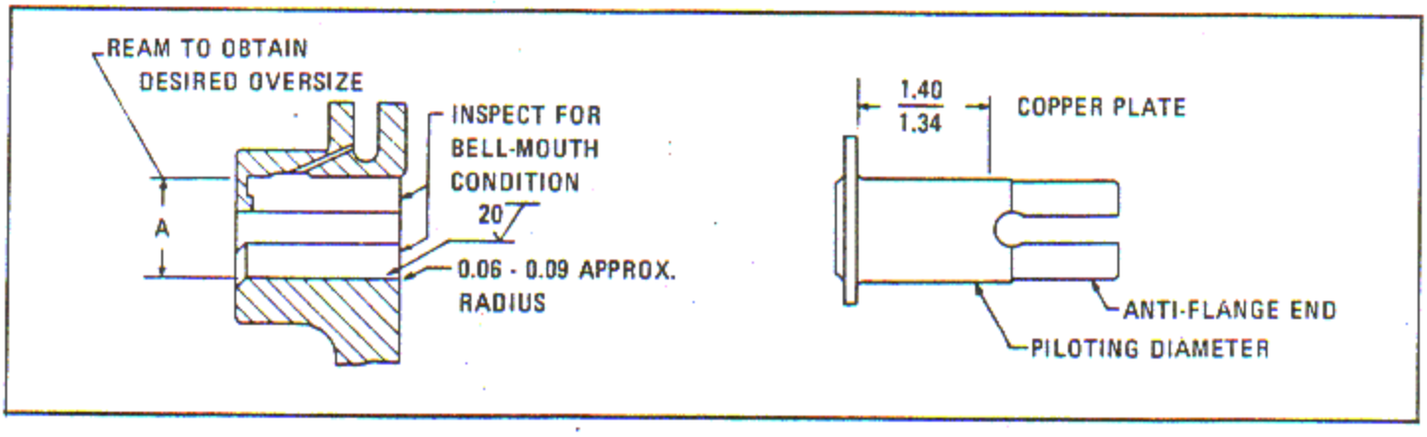

Figure 6-39. Valve Tappet Guide Copper Plated Areas
a. Determine the amount of wear and bell-mouthing of the bore using a dial bore gage. See figure 6-39.
b. If the amount of wear and bell-mouthing is in excess of 0.0015 inch above the blueprint diameter of 1.062 - 1.063 inches, but not in excess of 0.0025 inch, it is not necessary to rework the bore. Copper plate the valve guide in accordance with paragraph 6-242 and figure 6-39.